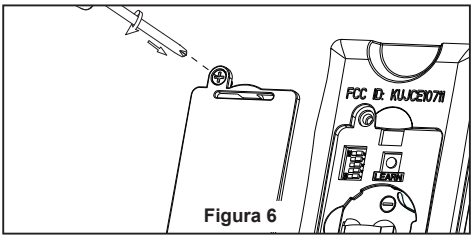

Figura 6
6. Vuelva a colocar la cubierta de la batería en el mando a distancia con un tornillo retirados previamente. (Figura 6)